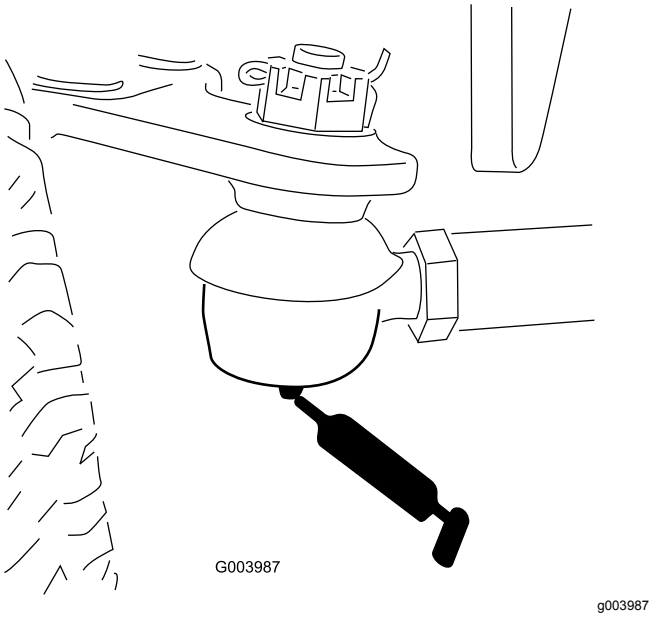

Figur 51
- Bakaxelns dragstång (2) (Figur 51)